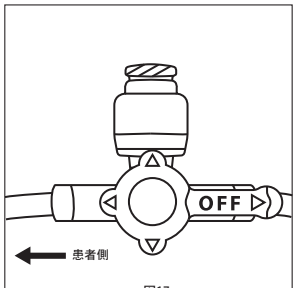

図17
(1)LASSのハンドルをサンプリングポジションにします（図17）。